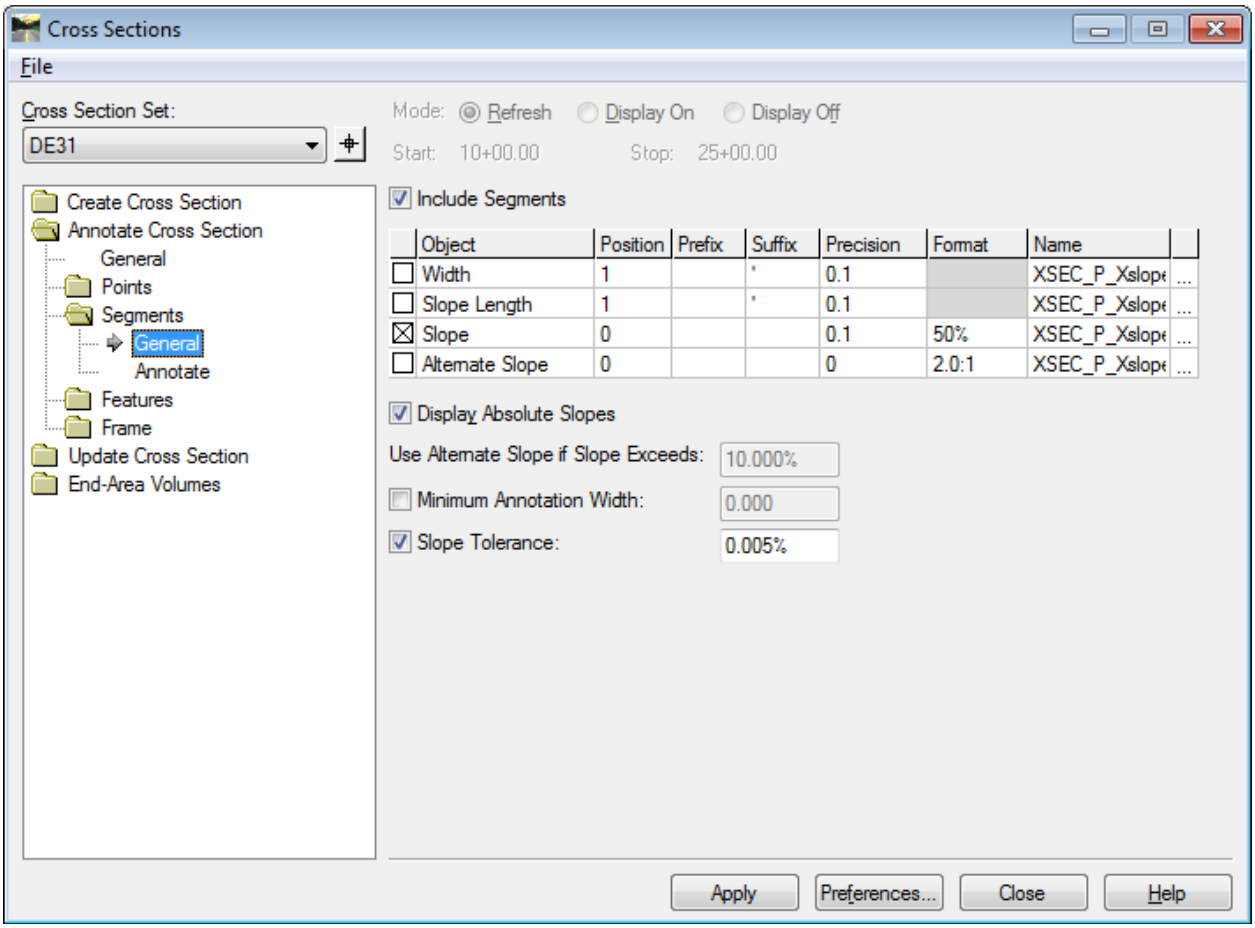

Figure L9-35 Annotate Cross Section
50.	**The 'XSEC TEXT – SLOPES %' Preference enables the Segments for Labeling and Disables the Features and Points. Make the Segments folder the active folder.** • In the **Annotate Cross Section** folder, left click on the **Segments** folder. • In the **Annotate Cross Section** folder, left click on the **General** tab beneath the S**egments** folder. • Verify your view matches that shown in *Figure L9-35*. • Notice the **Include Segments** check box is checked and the **Slope** check box now contains an **X**.